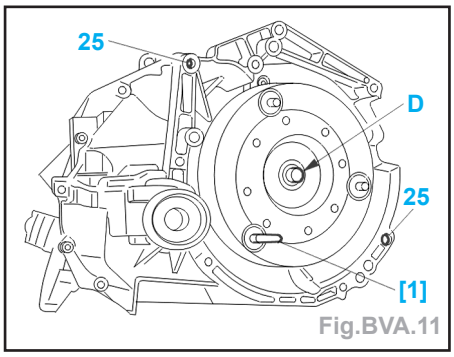

Fig.BVA.11
- S'assurer de la présence des bagues de centrage (25) (Fig.BVA.11).